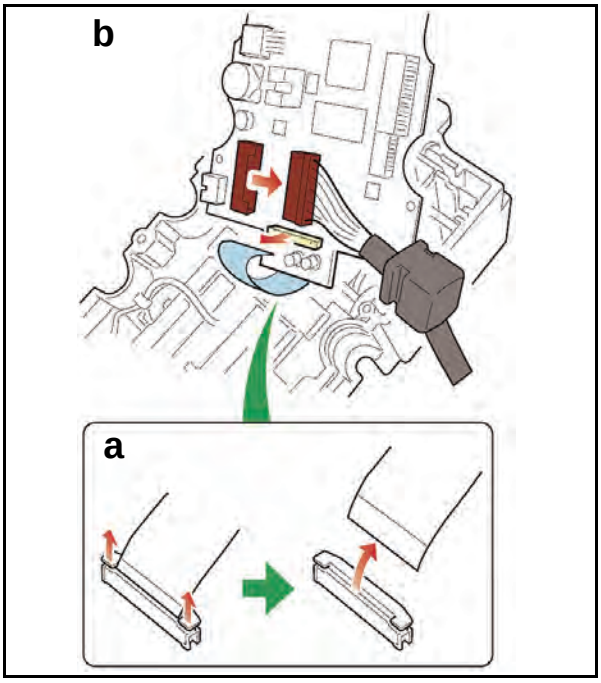

Figure 4-7 CPU Board Connector Removals
7. Release the ribbon cable connector lock and remove the flexible ribbon cable indicated by the small arrows illustrated in the Figure 4-7 close-up box (See Figure 4-7 a).
8. Disconnect the CPU Board signal cable connector (See large arrow in Figure 4-7 b).